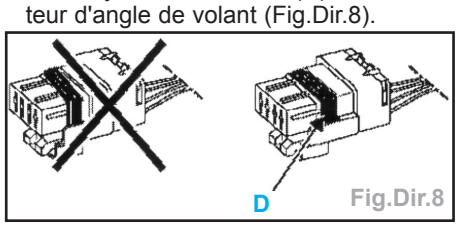

Fig.Dir.8
• il est impératif de vérifier l'état et la position du joint d'étanchéité (**D**) du connecteur d'angle de volant (Fig.Dir.8).